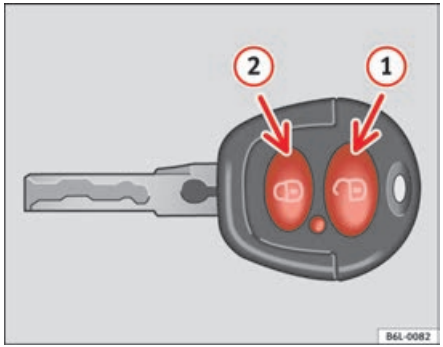
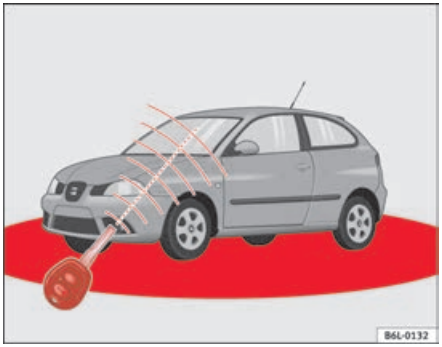

Fig. 48 Assignment of buttons on the remote control key
Fig. 49 Range of the remote control
The range (red zones) ⇒ fig. 49 of the remote control is shown in the diagram. The maximum range depends on a number of circumstances.
To **open**, place the key within the range, pointing towards the vehicle and briefly press the open button 🔓 ⇒ fig. 48 (1). The indicators flash twice. To ▶
lock the vehicle, press the lock button briefly ⇒ fig. 48 (2). The indicators flash once.
By pressing the lock button **twice** ⇒ page 78, fig. 48 (2) both the locking security mechanism (double lock) and the volumetric alarm* are deactivated but the perimetric alarm* remains active and this is indicated by the indicator light on the driver's door.
When the button ⇒ page 78, fig. 48 (1) is used the driver's door is unlocked, all others remain locked.
Press the button ⇒ page 78, fig. 48 (1) twice to unlock all doors.
- The remote control functions only when you are in range ⇒ page 78, fig. 49 (red area).
- If the vehicle is unlocked using the (1) button, the vehicle will be locked again automatically if any of the doors or the tailgate are not opened within 30 seconds of unlocking the vehicle. This function prevents the vehicle from remaining unlocked if the unlocking button is pressed by mistake.
– Use both keys that have been delivered with the vehicle; the key with the remote and the normal key ⇒ page 78, fig. 48 ⇒ page 78, fig. 49.
- At the same time press the button (1) on the remote control key.